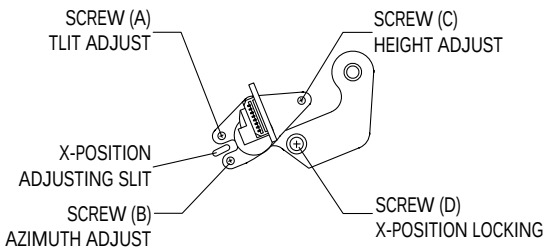

Fig. 5-6 Location of ACE Head Adjustment Screw
(Refer to Fig. 5-6 and 5-7)
3) Adjust screw (B) to achieve maximum audio level. (See Fig. 5-6)